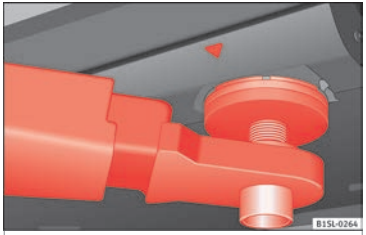
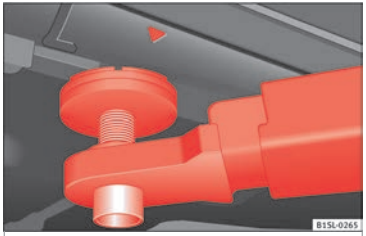

Afb. 232 Voorste steunpunten om de wagen met een hefbrug of krik omhoog te brengen.
Afb. 233 Achterste steunpunten om de wagen met een hefbrug of krik omhoog te brengen.
Voor het omhoogbrengen van de wagen mogen alleen de in de illustraties ››› **afb. 232** en ››› **afb. 233** aangeduide punten worden gebruikt. Als de wagen niet op de aangeduide punten omhoog gebracht wordt, kunnen er beschadigingen ››› ❗ ontstaan en kan er ernstig letsel veroorzaakt worden ››› ⚠.
- **Hef de wagen alleen omhoog op de punten die op de afbeeldingen ››› afb. 232 en ››› afb. 233 zijn aangeduid. Wordt de wagen niet op de aangeduide punten opgetild, dan kan deze van de hefbrug vallen bij bijv. het uitvoeren van demontagewerkzaamheden van de motor of de versnellingsbak.**